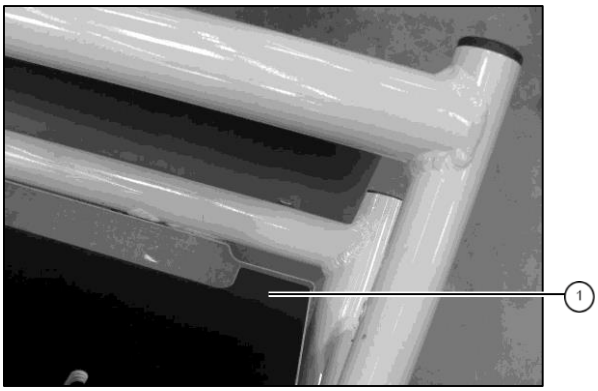

Fig. 1: base plate
3. Place back rest ① with its pegs into the base plate (see fig. 1).
4. Mount back rest with countersunk screws ①. **Tightening torque 8 – 10 Nm.**